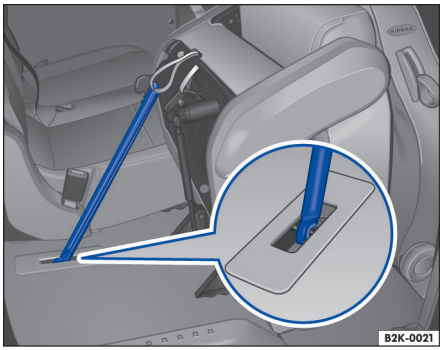

Fig. 68 Deuxième rangée de sièges : blocage du siège escamoté à l'aide d'une tringle de blocage
3. Détachez la tringle de sûreté de son support et enfoncez-la fermement dans l'ancrage du siège jusqu'à ce qu'elle soit verrouillée → fig. 68.